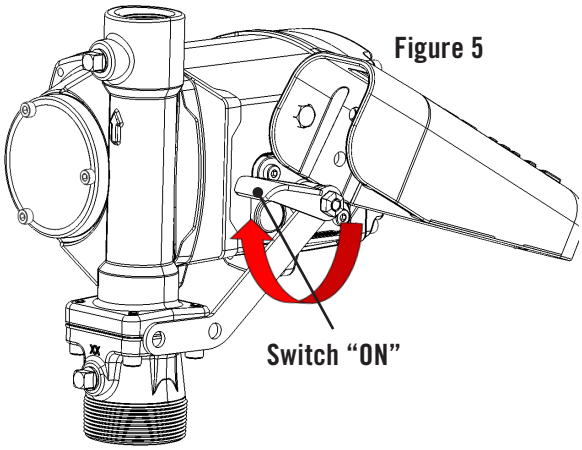

Figure 5
3. Move the switch lever to the “ON” (raised) position to start the motor (Figure 5). The pump should start and settle into a slow idle.